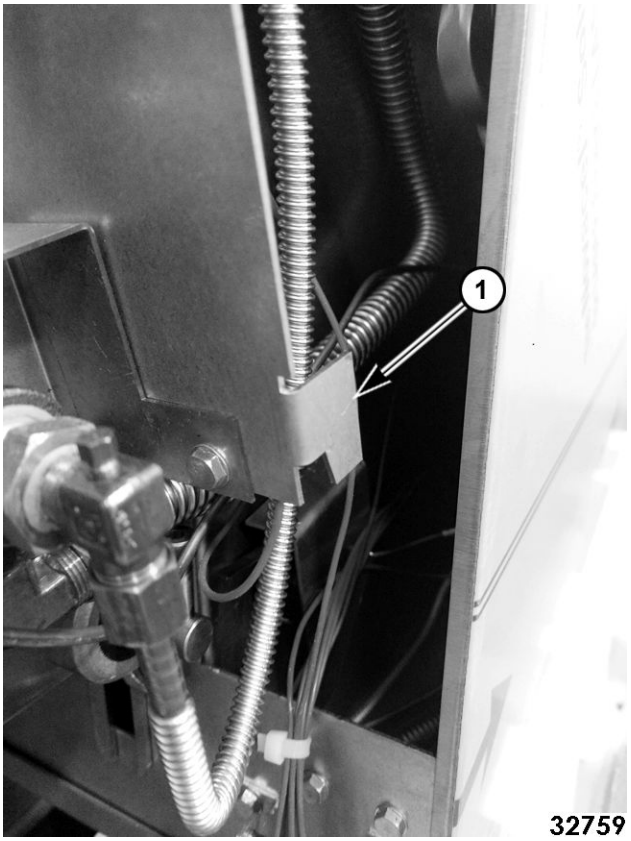
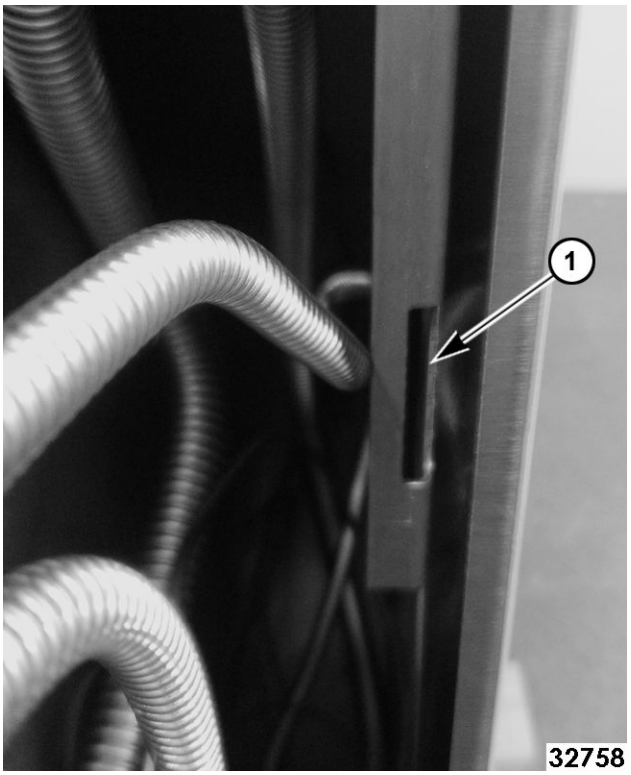

**Fig. 4**
**Fig. 5**
7. Lift up gas mount bracket to release hook (1, Fig. 4) off inner tab (1, Fig. 5). Pull out pilot safety valve and temperature control bracket assembly from oven.